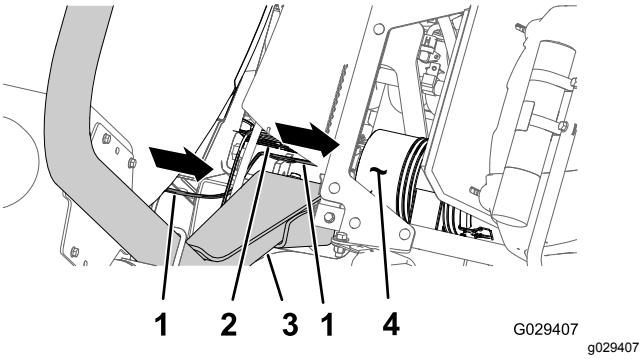
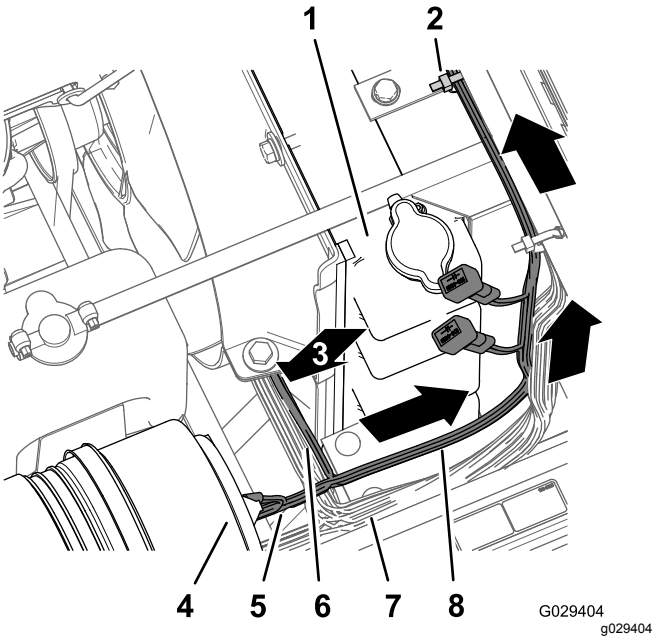

Figur 192
Figur 193
1. Rut ledningssatsen for finishingsettet forover mellom veltebeskyttelsesstangen og det nedre hjørnet av spredertanken, langs maskinledningssatsen og under luftrenseren for motoren (Figur 192 og Figur 193).
sokkelterminalen og kontakten med fem sokler) opp langs den høyre siden av radiatoren, over toppen av radiatoren, under basen på midtkonsollen (Figur 193).